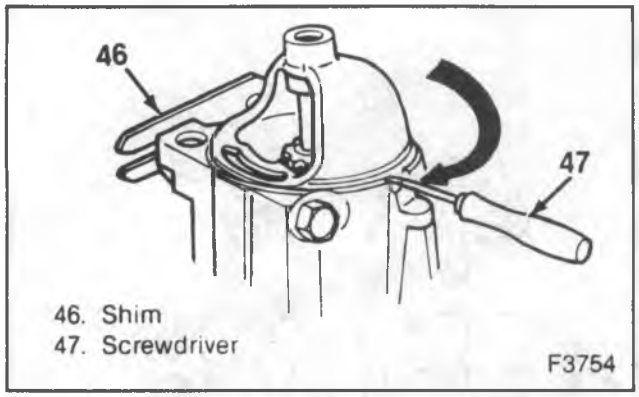
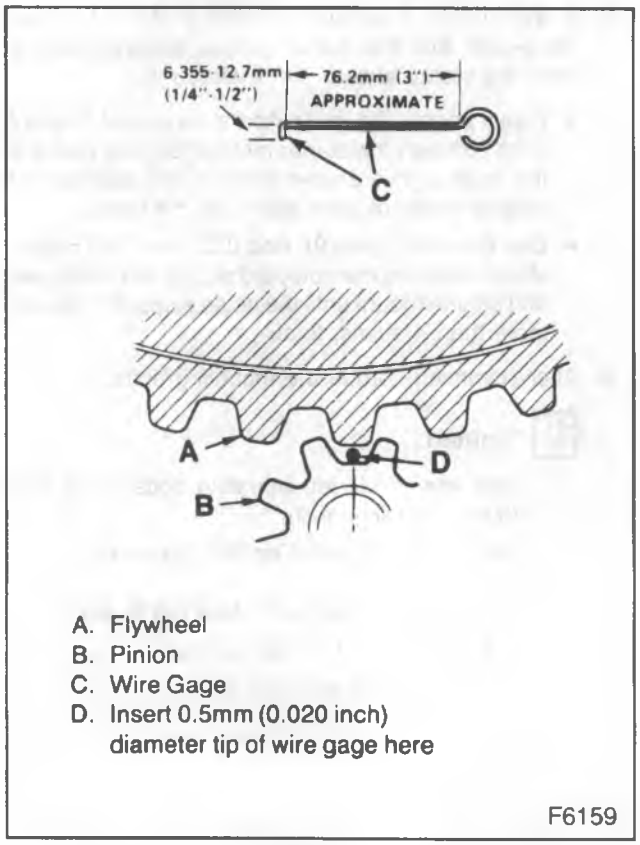

Figure 10—Meshing Starter and Flywheel Teeth
Figure 11—Flywheel to Pinion Clearance
5. Insert a screwdriver in the small hole in the bottom of the starter (shown by the arrow in figure 10) and move the starter pinion and clutch assembly so that the pinion teeth and flywheel teeth are meshed. If necessary, rotate the flywheel so that a ring gear tooth is directly in the center of two pinion teeth and on the centerline of the two gears (figure 11).
6. Measure the clearance between the top of the ring gear tooth and bottom of the pinion tooth using the width of the wire gage (figure 11). Normal clearance is 0.5 to 1.5 mm (0.02 to 0.06 inch).